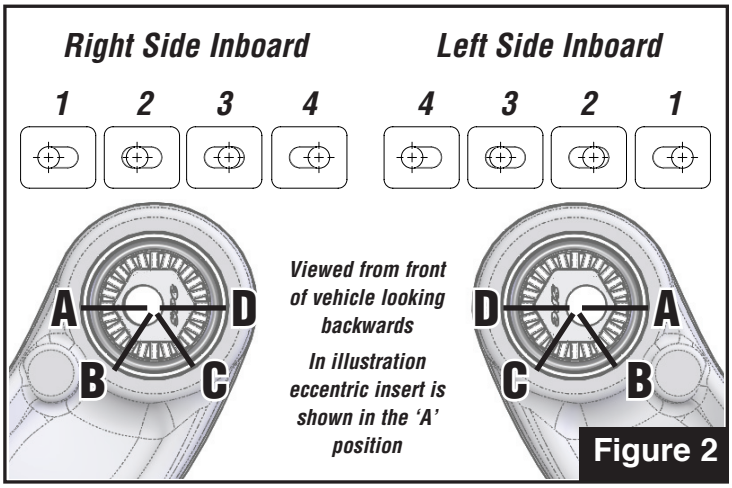

Figure 2
6. Install plastic eccentric insert to inboard bushing hex in selected position A-D as determined in step 2, according to ***Figure 2***.
8. Select locking plate number 1-4 or 2-3 as determined in step 2. Only one locking plate will be used per arm. Install plate over bolt end in orientation per figure 2, seat upset into subframe clevis slot to lock bolt from sliding in slot. Lightly tighten nut so that locking plate remains seated in slot, but control arm can still rotate.